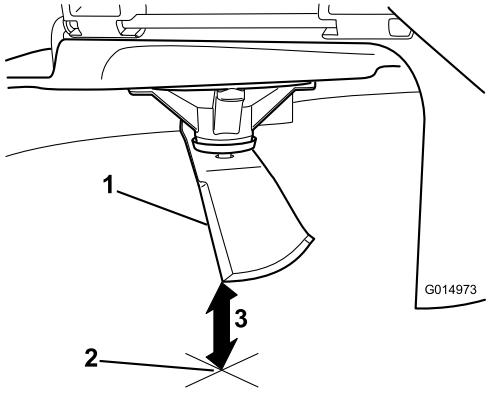

Figur 56
5. Mål fra spidsen af skærekniven til den plane overflade (Figur 56).